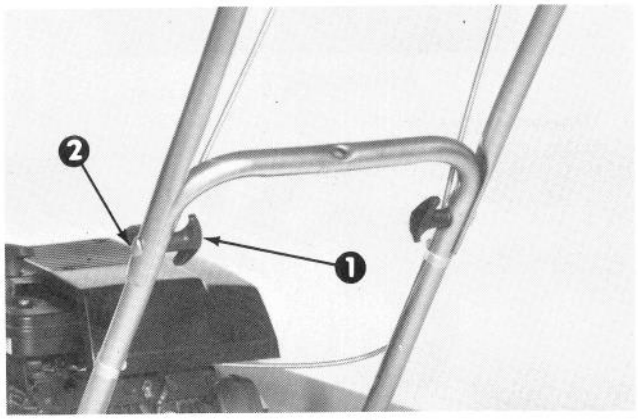

Afbeelding 2
3. Schuif de bovenhandle op zijn plaats aan de buitenkant van de benedenhandle. Maak boven-en benedenhandle aan elkaar vast met twee handlebouten en knoppen (Afb. 2). De knoppen bevinden zich aan de binnenkant.